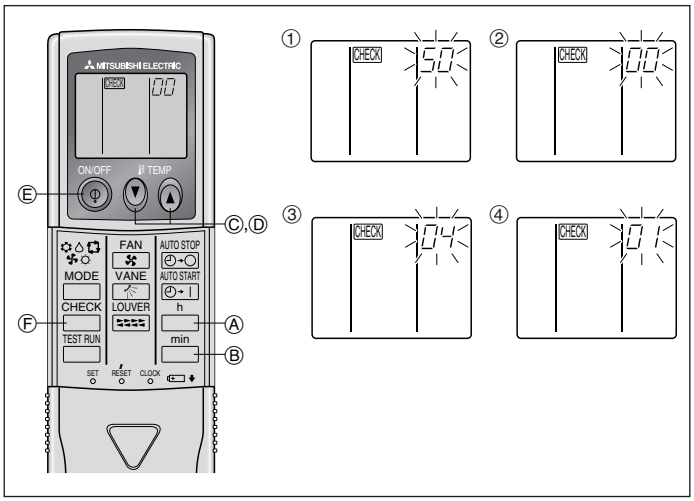

Fig. 6-9
⑧ Pulse el botón MODE Ⓔ para que el modo y el número de configuración (Ⅰ) y (Ⅱ) estén continuamente activados y se pueda confirmar el contenido de la configuración.
⑨ Mantenga simultáneamente presionados los FILTER Ⓐ y TEST RUN Ⓑ durante dos segundos por lo menos. La pantalla de selección de funciones desaparecerá momentáneamente y aparecerá la visualización de desconexión (OFF) del acondicionador de aire.
2) Para controlador remoto inalámbrico (Fig. 6-9)